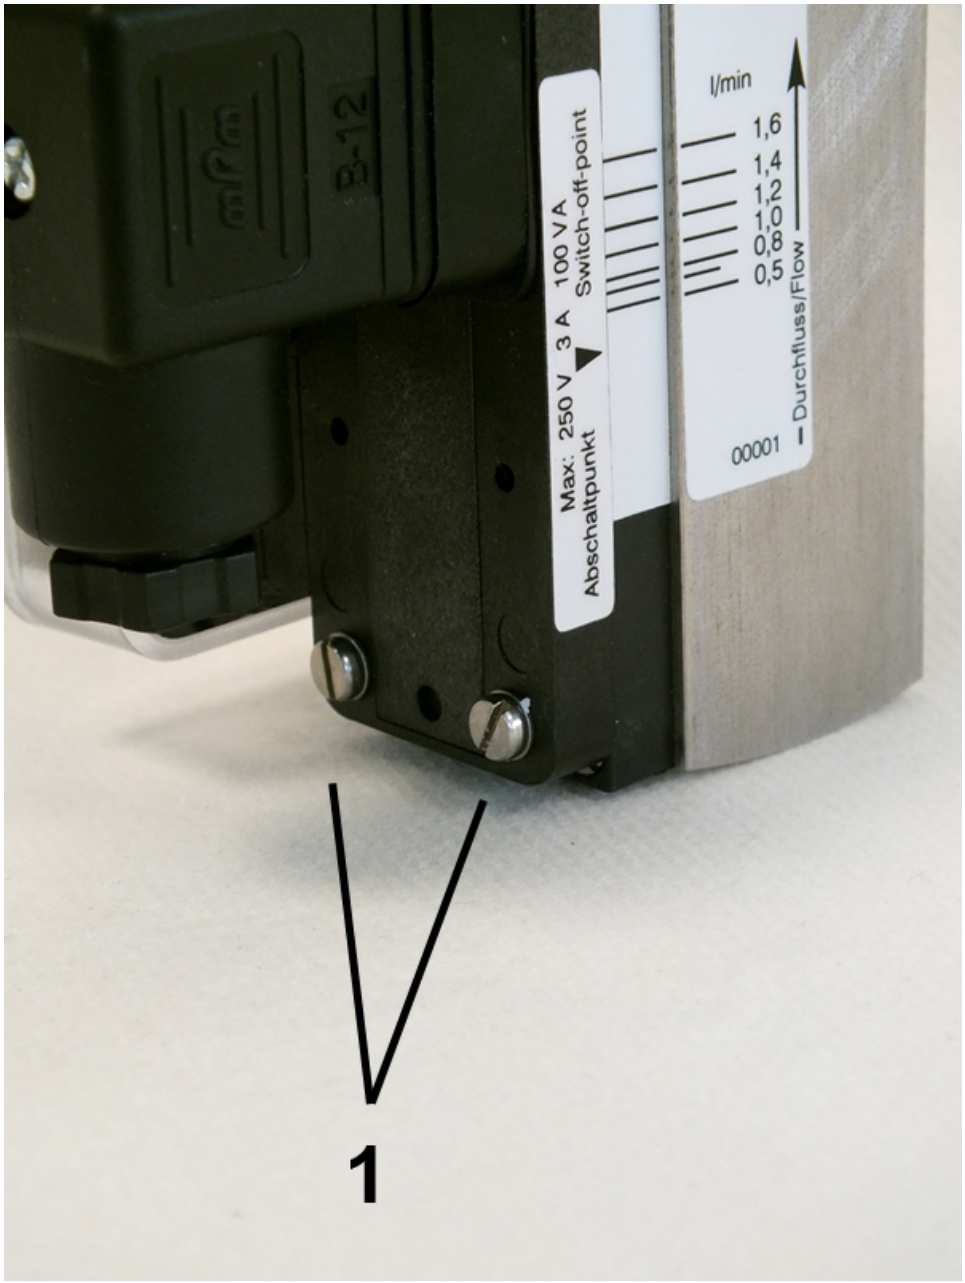

Fig. 38: Loosen set screws
1. Loosen the switch contact set screws (*Fig. 38*/1) using a flat-bladed screwdriver.
3. Re-tighten the switch contact housing set screws (*Fig. 38*/1) using a flat-bladed screwdriver. Observe the correct tightening torque.